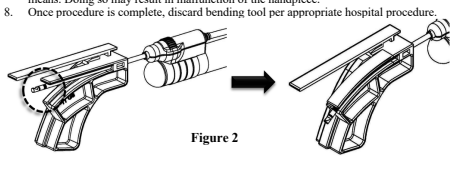

Figure 2
6. Confirm that the wider of the two black bands on the cannula extends past the end of the bending tab prior to bending (***Figure 2***). If this band does not extend past the end of the tab, the handpiece may not function properly after being bent.
NOTE: The cannula tip for the 15ga, 10cm and 13ga, 10cm handpieces will not extend past the bending tab as illustrated in ***Figure 2***. For these handpieces, simply fully insert them (until they cannot be inserted any further) into the bending tool prior to bending.